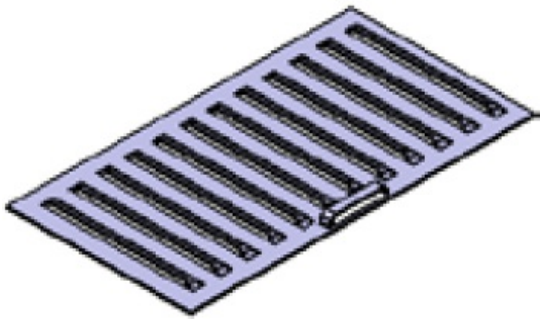

Figure 15-154 *The Bridge feature created*
6. Flip the direction of the bridge feature, if required, and then choose **OK**; the Bridge feature is created, as shown in Figure 15-154.